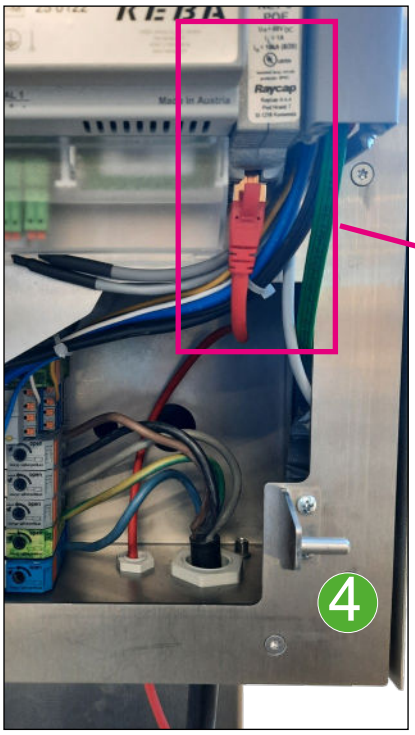

Abb. 36: Anschluss Kommunikation DCW15
3. Die RJ45-Stecker von Kommunikation (LAN) gemäß Abb. 36 anschließen.